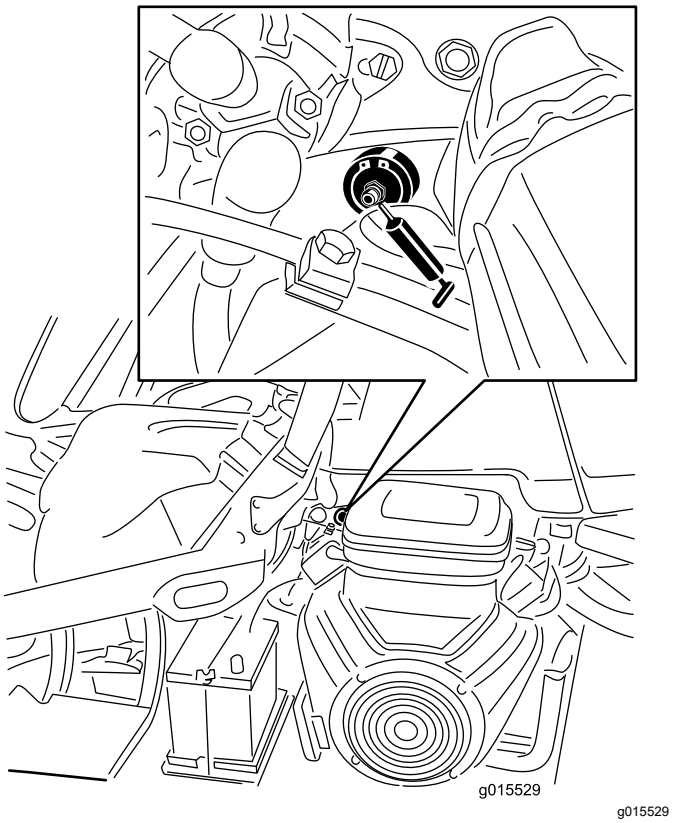

Figur 28
1. Torka av smörjnippeln så att du inte tvingar in främmande ämnen i lagren eller bussningarna (Figur 28).